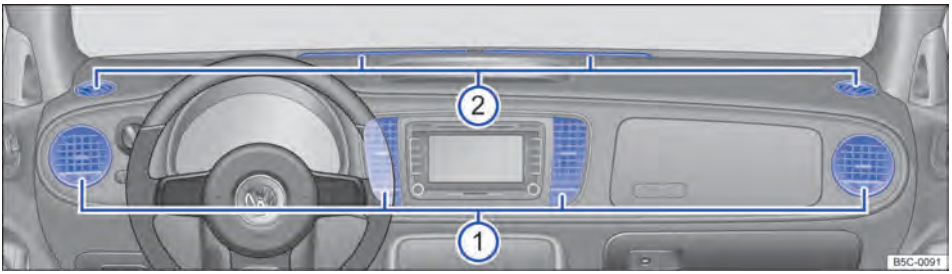

Fig. 129 Difusores de ar no painel de instrumentos.
Para que uma potência de aquecimento, uma refrigeração e uma entrada de ar suficientes sejam atingidas no interior do veículo, os difusores de ar ⇒ Fig. 129 ① devem permanecer abertos.